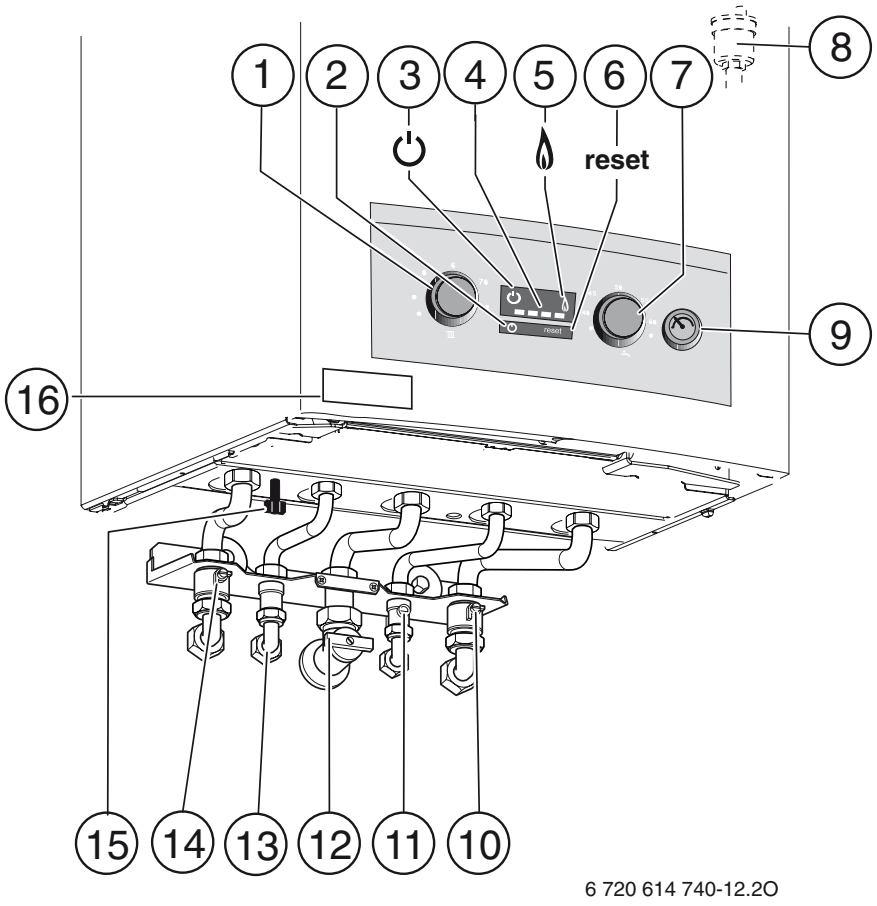

Bild 16
- ▶ Kaltwasserhahn (→ Bild 16, [11]) öffnen.